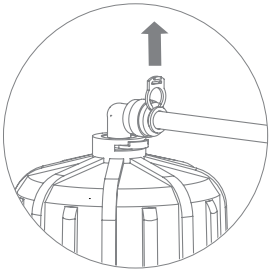

Рис. 23
3. Удалите стопорную клипсу, удерживая цанговое кольцо прижатым к основанию фитинга (рис. 23), аккуратно извлеките пластиковую трубку из посадочного места. При необходимости отсоедините все трубки от корпуса мембраны и извлеките его из скобы крепления.